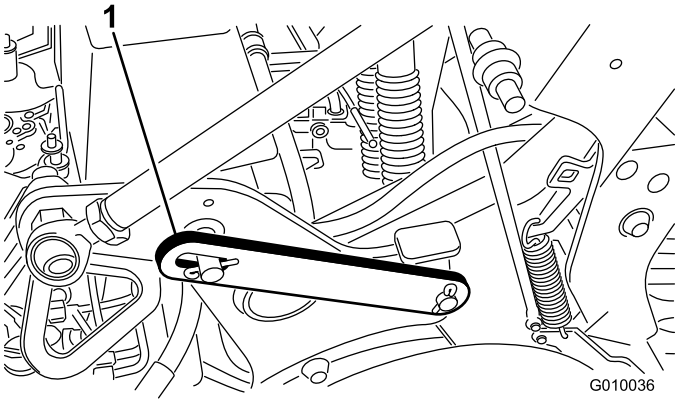

Figure 20
2. Retirez la goupille élastique qui fixe le verrou de service en position de rangement (Figure 20).